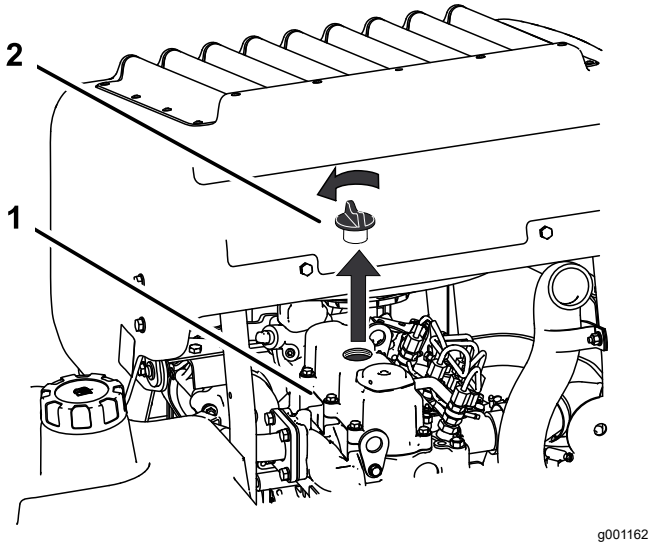

Figur 63
6. Ta bort oljepåfyllningslocket på motorns ovansida (Figur 63).
2. Ta bort oljepåfyllningslocket och oljestickan (Figur 63).